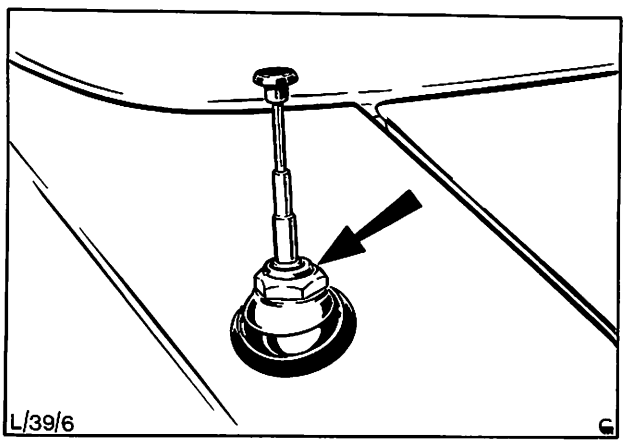

Abb. 11 Überwurfmutter – Antenne an Kotflügel
5. Überwurfmutter der Antenne entfernen, Abb. 11, und Antenne komplett vom Kotflügel ausbauen.